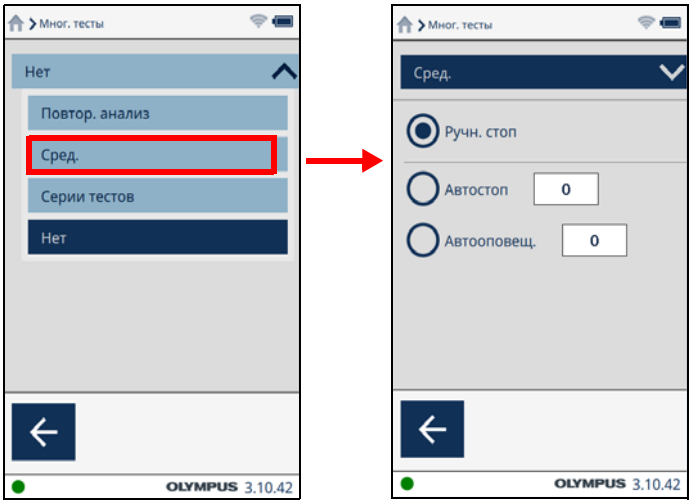

Рис. 2-9 Диалоговое окно Усреднение (справа)
3. В меню на экране **Мног. тесты** щелкните **Сред.** для отображения доступных опций усреднения (см. Рис. 2-9 на стр. 24).